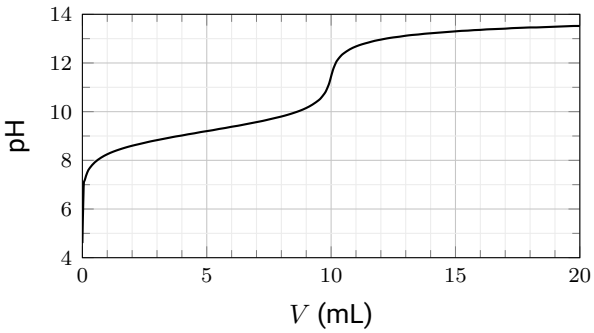

Figure 6 – $10{,}0\,mL$ d'une solution d'ions ammonium à $1{,}0\,mol{\cdot}L^{-1}$, dosés avec de la soude (hydroxyde de sodium) à $1{,}0\,mol{\cdot}L^{-1}$.
7) Le titrage de la figure 6 est réalisé sans pH-mètre. Choisir, dans le tableau ci-dessous, l'indicateur coloré qui permettrait de repérer l'équivalence. Justifier.